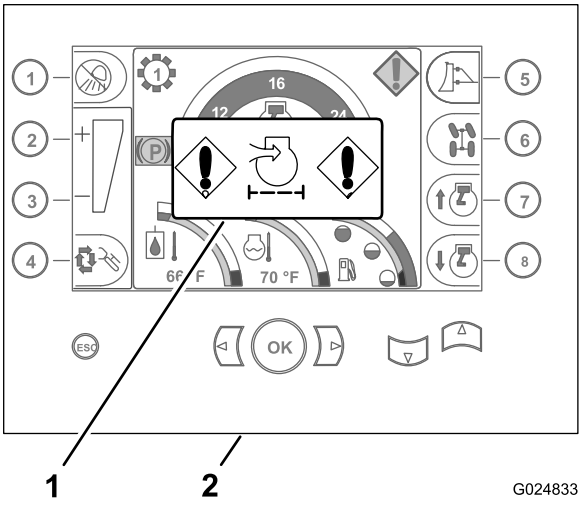

Рисунок 28
2. Проверьте индикатор засорения воздухоочистителя на главной странице дисплея центра управления (Рисунок 28).